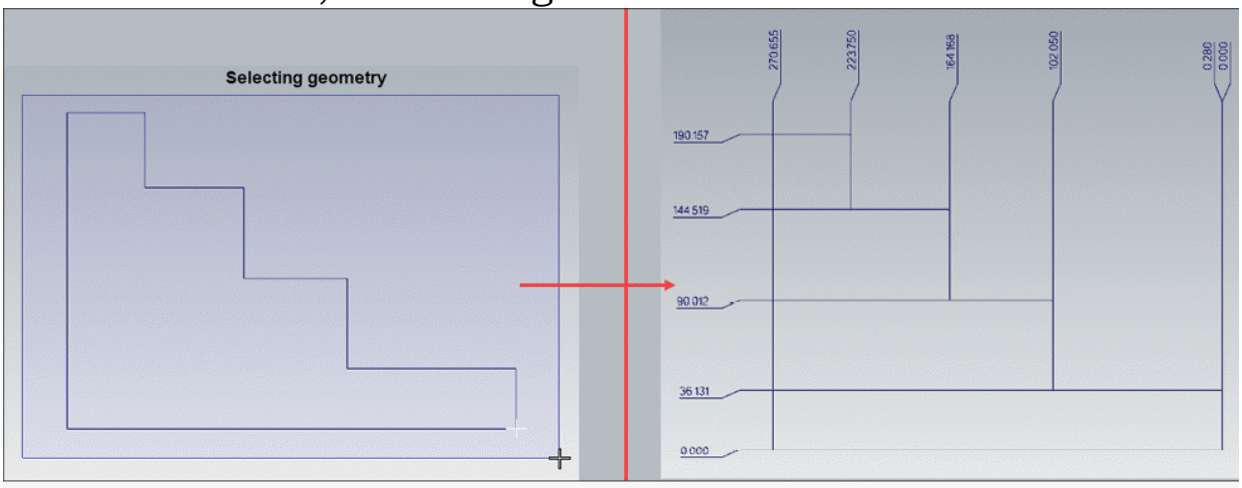

Figure-22. Ordinate window dimensioning
- Select the entities using window selection. The dimensions will be created; refer to Figure-22.